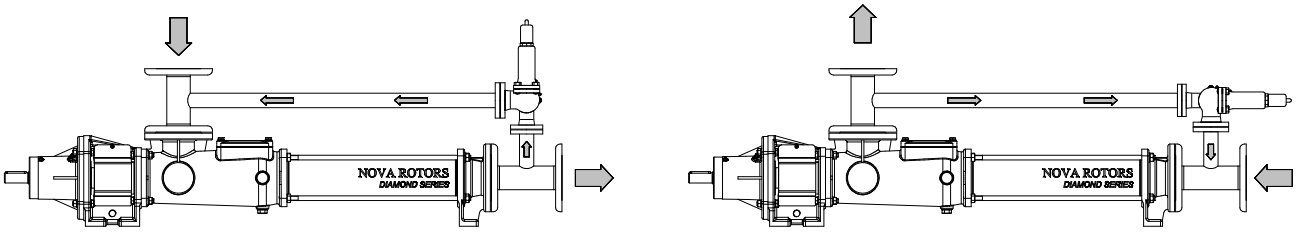
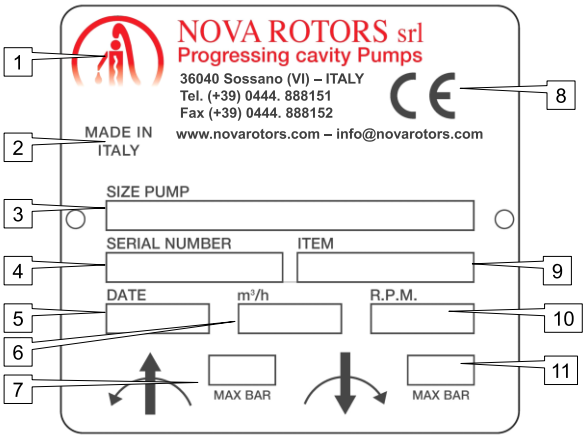

Fig.2 – Principio di funzionamento del by-pass
Fig.4 - Targhetta di identificazione per macchina standard
Il by-pass (**Fig.2)** è un dispositivo per la protezione contro la sovrappressione ed è composto di una valvola (già tarata su richiesta o tarabile), tubazioni e flange di raccordo, atte a mettere in comunicazione la mandata con l'aspirazione della macchina. Quando la pressione in mandata supera la pressione di taratura della valvola, essa si apre e il fluido ritorna all'aspirazione. In base alle esigenze di processo, al tipo di prodotto pompato e al numero di stadi della pompa è definita la pressione di taratura della valvola.
Con il by-pass installato, la pompa può funzionare in un solo senso in base al tipo di istallazione del by-pass vedi **Fig.2**.
- targhetta di identificazione per macchina standard **(Fig.4)**;
La macchina è identificata dalla seguente codifica, corrispondente alla dicitura nella targhetta “PUMP TYPE” **(4 - Fig.4 e Fig.2)**: